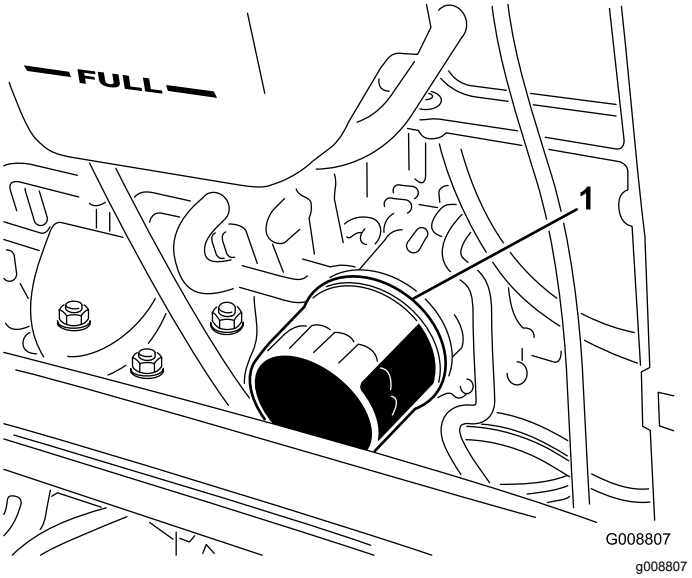

Figur 53
2. Ta av oljefilteret (Figur 53). Stryk et tynt lag med ren olje på den nye filterforseglingen før du skrur den på. Ikke stram for mye.